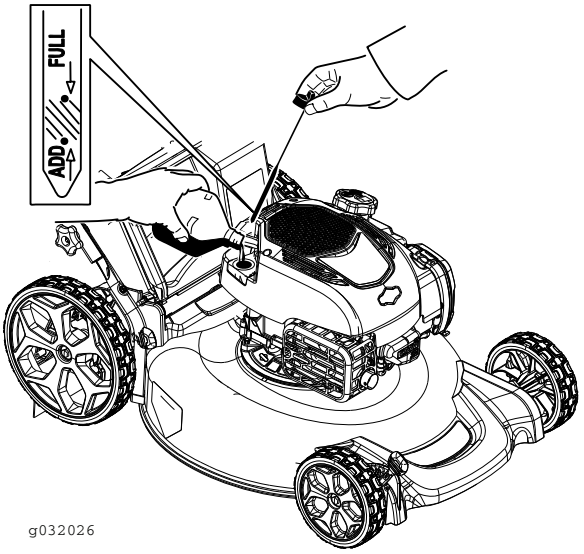

Rysunek 27
12. Wyjmij wskaźnik oleju i odczytaj widoczny na nim poziom oleju (Rysunek 27).